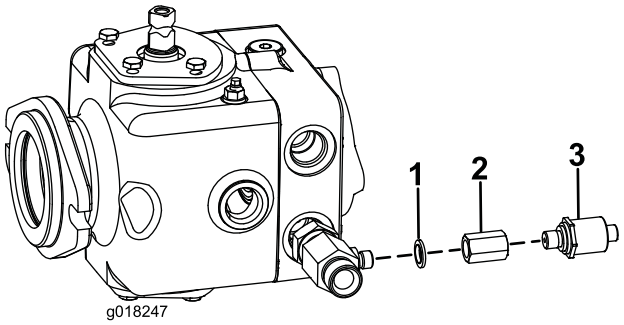

Figur 6
3. Skru pressostatens adapter ind i T-stykket vha. den 1/4 tomme læbepakning (Figur 6).
4. Skru pressostaten på denne adapter (Figur 6). Tilspænd med et moment på 34 N-m (25 ft-lbs).